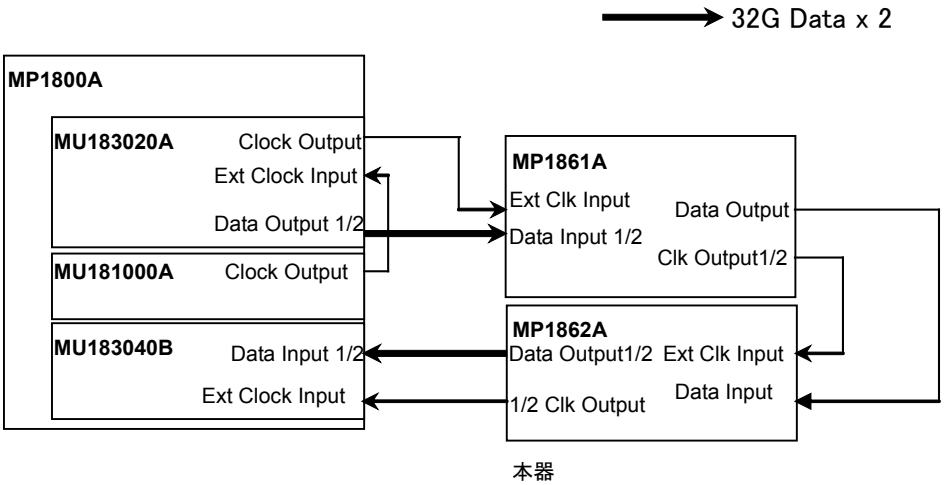

図6.3.1-1　モジュール間接続例
MP1861A，MU183020A（MU183020A-x01，x22/x23，x30），本器，MU183040A/B（MU183040A/B-x01，x20），MU181000A/B を使用した接続例を図 6.3.1-1 に示します。
1. 図 6.3.1-1 のように，各測定器のケーブルを接続します。
機器の接続方法は図 6.3.1-1 を参考にしてください。
機器の接続方法は，図 6.3.1-1 を参考にしてください。